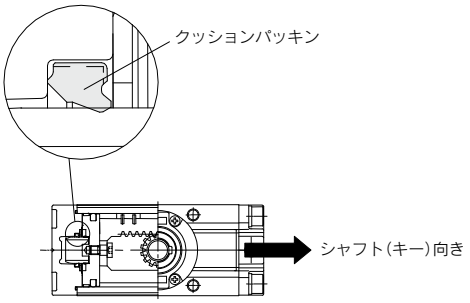

図2 シャフトおよびクッションパッキンの組付方向
4 ラックとピストンを左側カバー③に当たるまで押した後、シャフト⑤を本体に挿入する。このとき、キー溝の方向は図2に示すように右側カバー②の方向となるように組立てる。